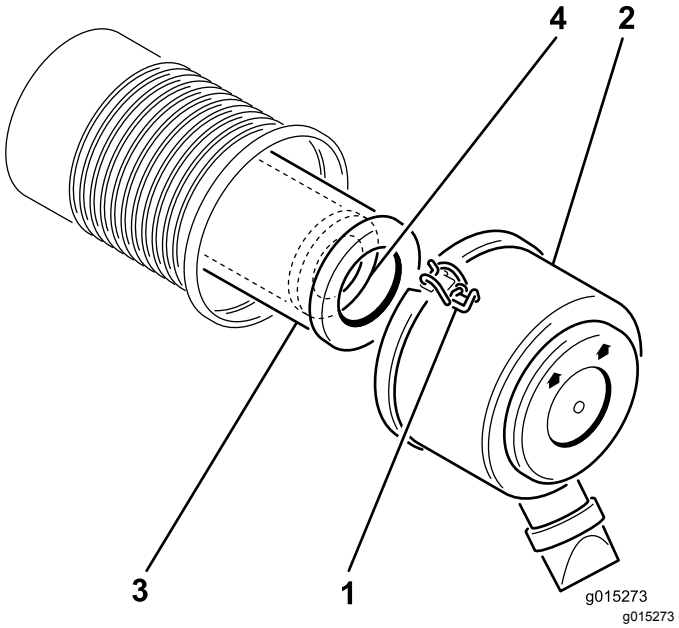

Figura 14
2. Liberte os trincos que fixam a cobertura do filtro de ar ao respetivo corpo. Retire a cobertura do respetivo corpo (Figura 14).
4. Deslize suavemente o filtro principal para fora da estrutura do filtro (Figura 14).
2. Se substituir o filtro de segurança, deslize-o cuidadosamente para o corpo do filtro (Figura 14).
3. Deslize cuidadosamente o filtro principal sobre o filtro de segurança (Figura 14).
5. Instale a tampa do filtro de ar com o lado indicado como up virado para cima e aperte os trincos (Figura 14).